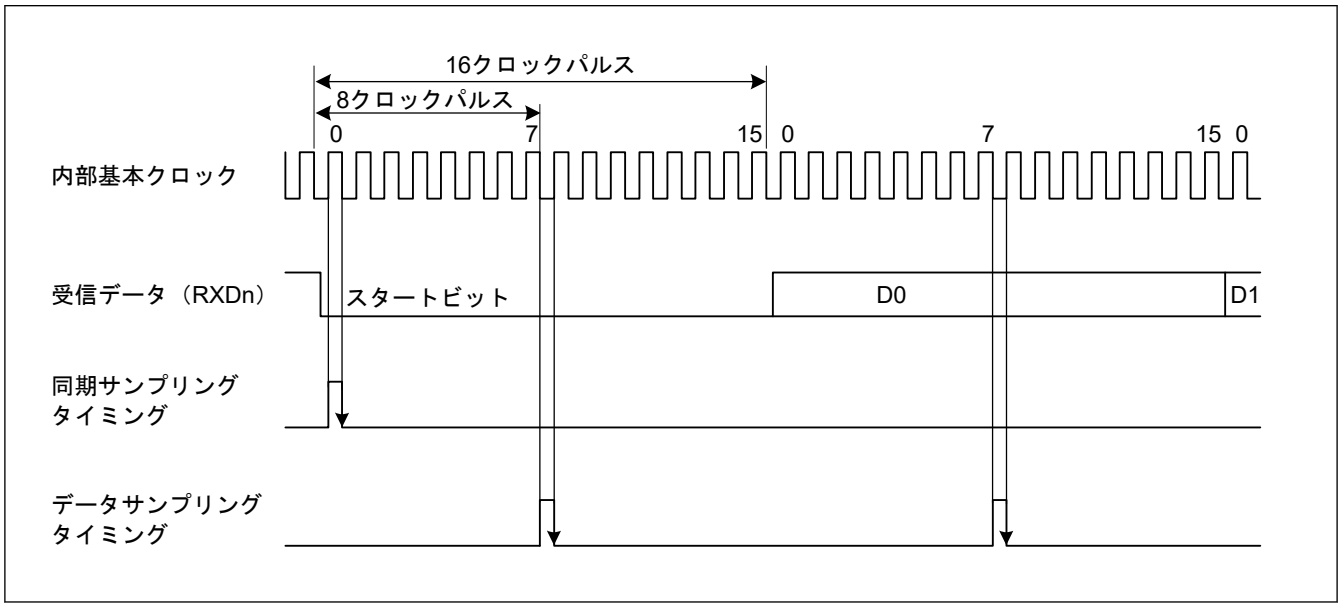

図 26.4　調歩同期式モードでの受信データサンプリングタイミング
また、図 26.4 に示すように、受信データは基本クロックの 8 パルス目(注1)の立ち上がりエッジでサンプリングされるため、各ビット（サンプリング時間を調整しない場合（SPTR.ASEN = 0））の中間でデータが取り込まれます。調歩同期式モードでの受信マージンは以下の式 (1) のように表すことができます。
スタートビットの決定条件は、Low 状態がビットの中間点より後ろまで続くことです。サンプリングタイミングと同様です。図 26.4 では、スタートビットを検出するためには Low 状態が 8 サイクルより長く続く必要があります。Low 状態が 8 サイクルより長く続かなかった場合は、IP はこれをノイズと判断します。したがって IP はスタートビットの受信待機をしません。